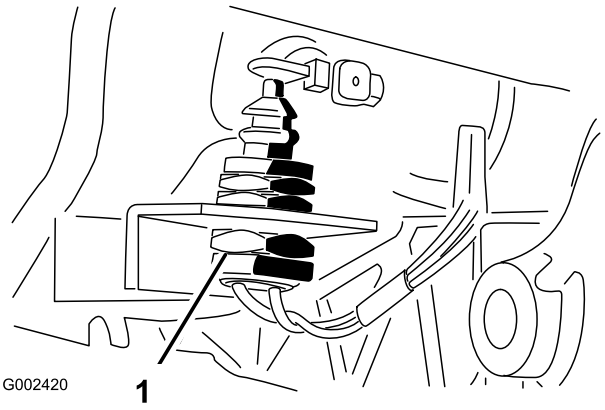

Figur 73
7. Kontroller justeringen af koblingssikkerhedskontakten igen (Figur 73). Motoren må ikke tørne, medmindre koblingspedalen er 3,2 cm ± 3 mm fra gulvet. Hvis en justering er påkrævet, løsnes kontaktens kontramøtrikker, og der justeres op eller ned.